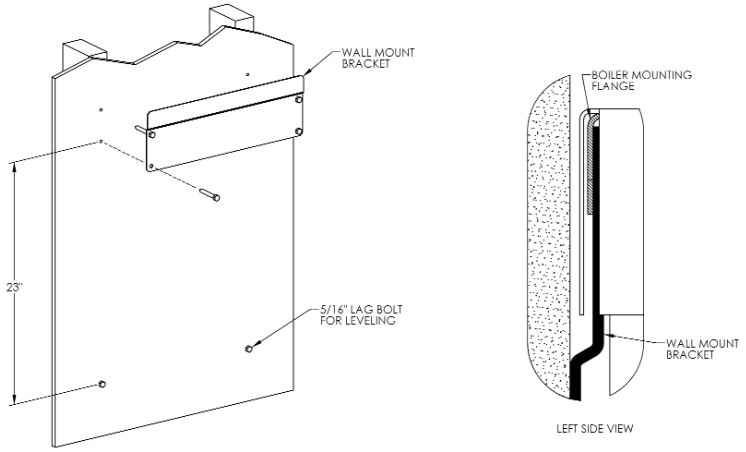

Figure 2.1: Optional Wall Mounting Bracket for PF-50, PF-80, PF-110 and PF-140 Boilers
c. The mounting bracket has (4) holes on 16" centers as shown in Figure 2.1. This is intended to give installers the ability to mount the bracket on two wall studs spaced at this interval. If existing wall studs are spaced differently or if the desired location is not in line with the wall studs, additional support is required.